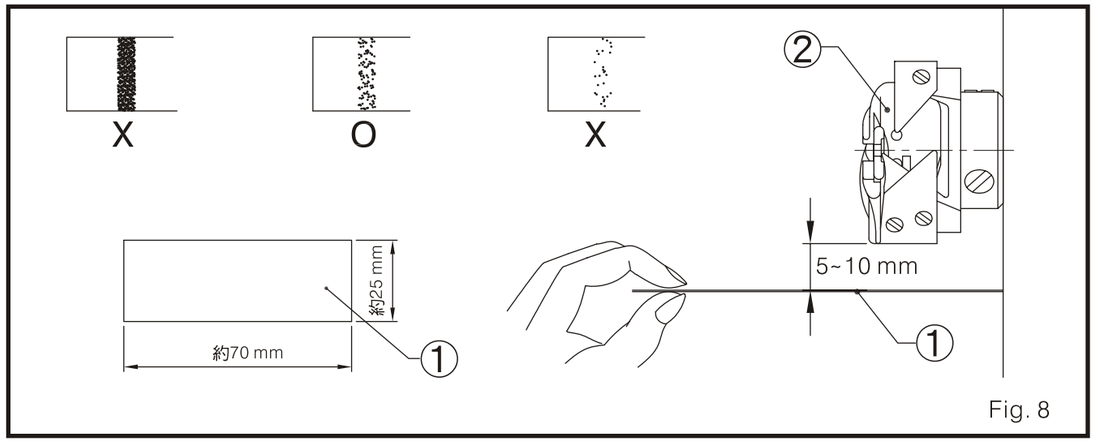

Fig. 8
1. Revise la cantidad de lubricación (Fig. 8)